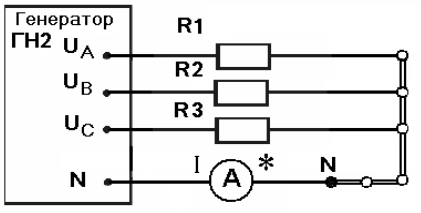

Рис. 1
1.1. В качестве активной **симметричной** нагрузки для электрической схемы рис.1 использовать следующие элементы стенда С3-ЭТ01:
2.1. В качестве активной **несимметричной** нагрузки для электрической схемы рис.1 использовать следующие элементы стенда С3-ЭТ01: